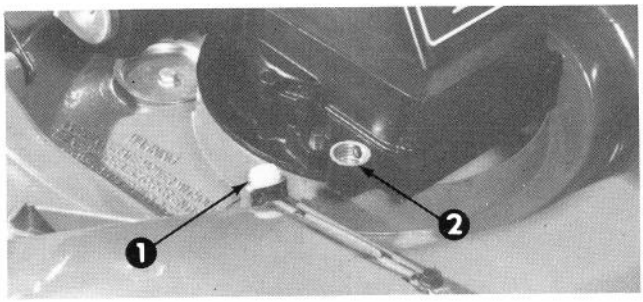

Figure 4
3. Remove fill plug from crankcase (Fig. 4).